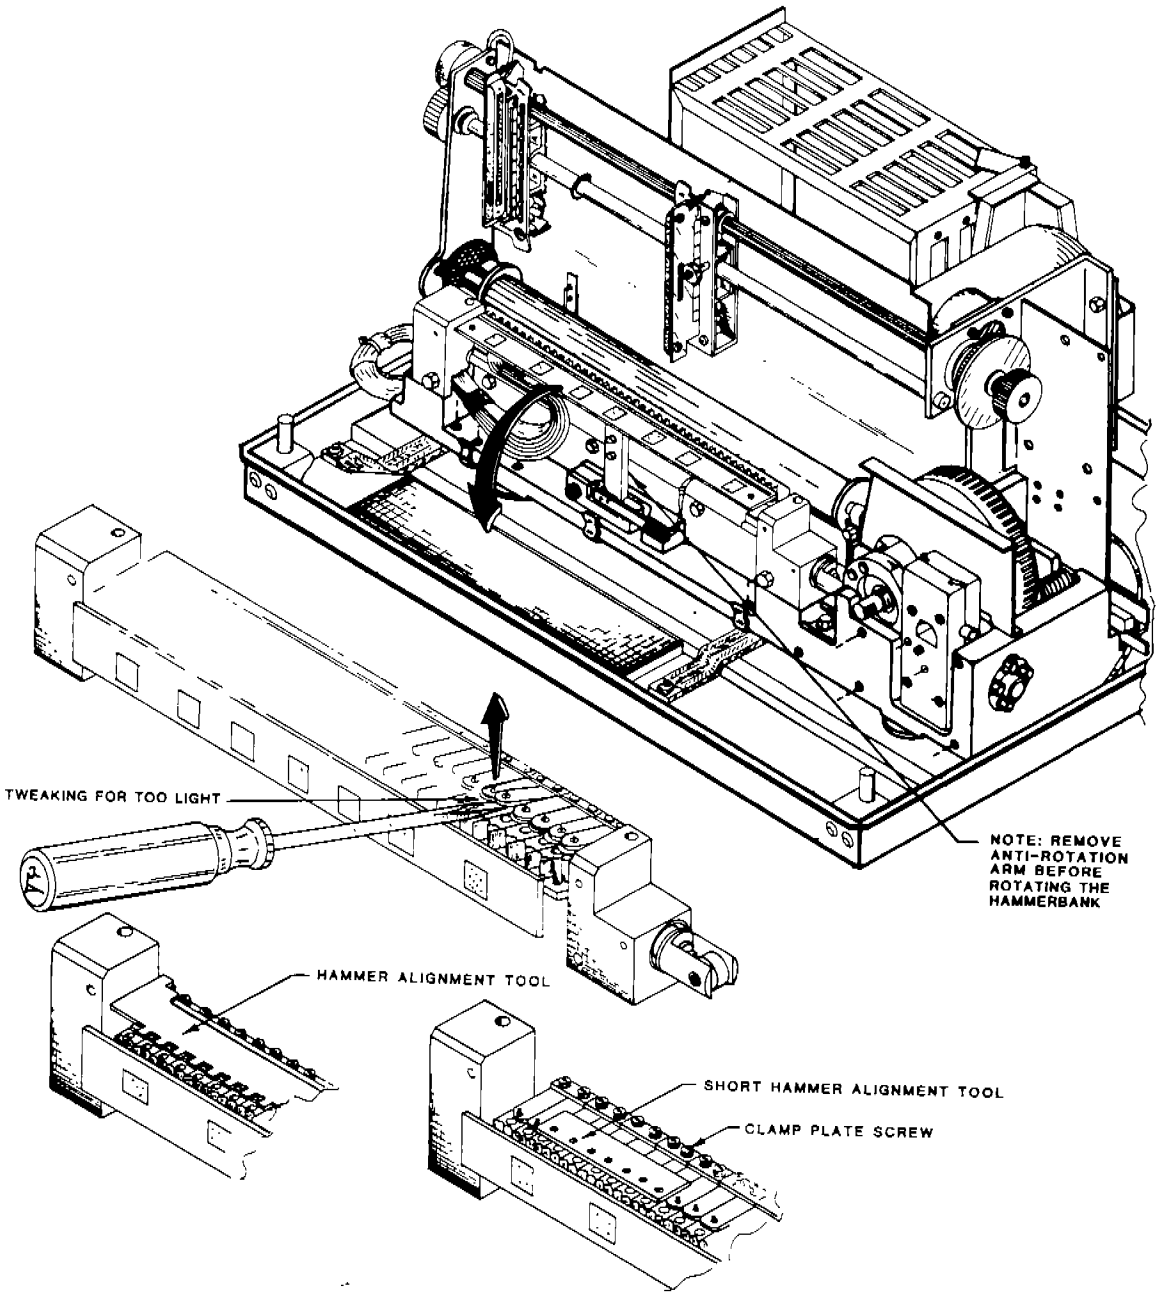

FIGURE 3-10.
Performance tests should be run to verify good print quality. If print quality is poor, refer to the following steps and Figure 3-10.
1. Fit the holes in the hammer alignment tool (Figure 3-10) over the hammer tips on either side of the hammer spring being replaced.
Too Light – Slightly tweak the end of the hammer spring toward the platen using a screwdriver tip (Figure 3-10).